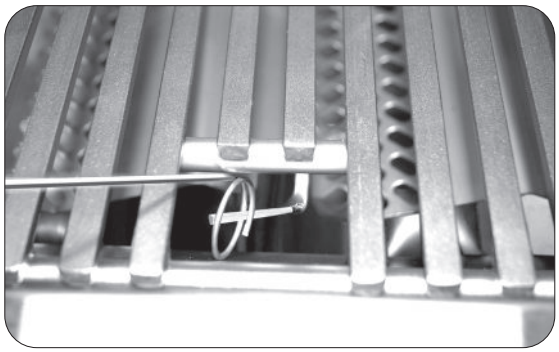

Fig. 31-2 **- Manual lighting**
2. Insert either a burning long-barrel butane lighter or a burning long-stem match through the cooking grid opening to the top of the burner (Fig. 31-2). For backburners, hold the flame against the surface of the backburner.
4. If the burner does not light within five (5) seconds of turning the control knob, **immediately depress the knob and turn the valve to OFF**. WAIT FIVE (5) MINUTES before repeating steps 2 through 4 of the MANUAL LIGHTING instructions.